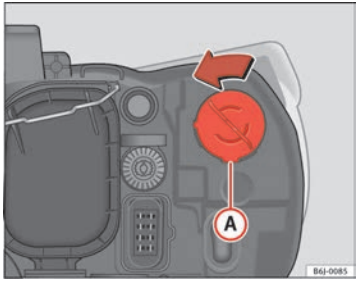

Fig. 131 Turn signal light
– Rotate the bulb holder ⇒ fig. 131 (A) to the left and pull.